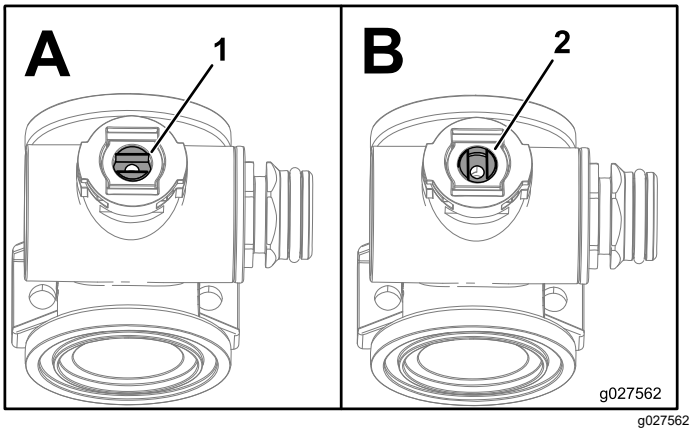

Figur 77
1. Placer ventilspindelen, så den er i lukket position (Figur 77 B).